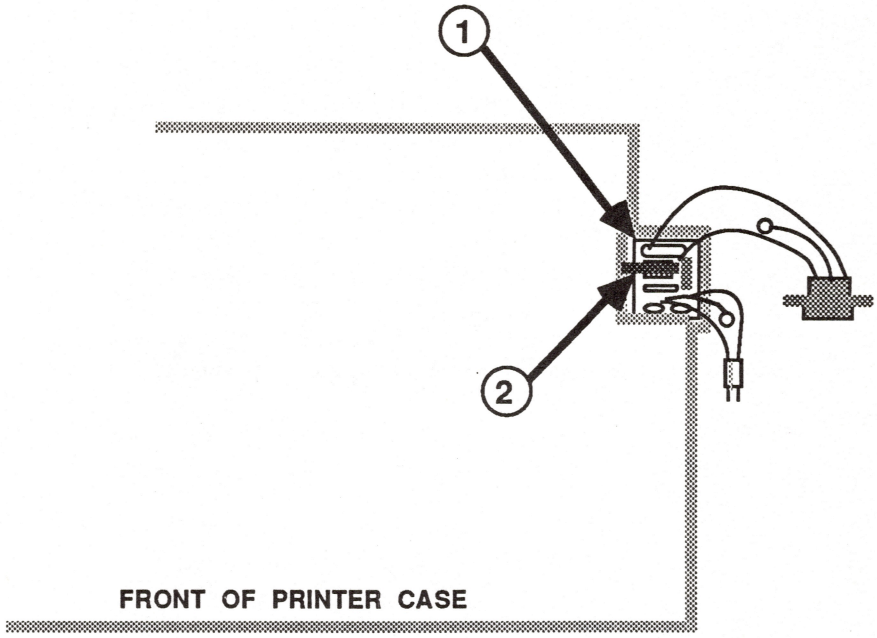
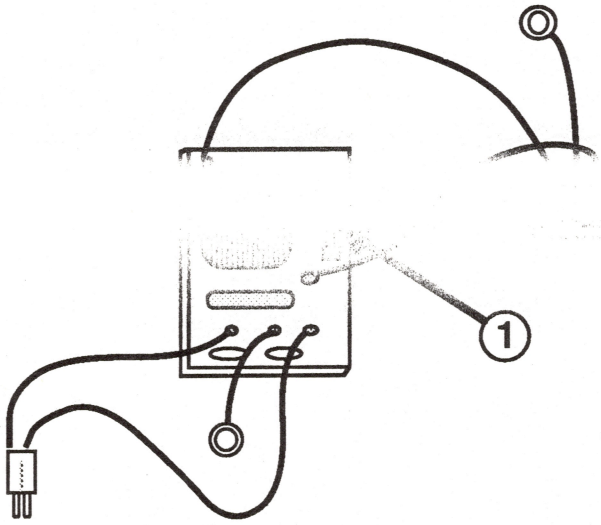

FIGURE 27
FIGURE 28
2. Locate the noise filter PCB in the right support leg (see Figure 27, #1).
3. Lift the tab (see Figure 27, #2) and lift out the noise filter PCB assembly (see Figure 28).
4. Check the fuse on the noise filter PCB (see Figure 28, #1) with a multimeter. Refer to **Section 2, Troubleshooting**, for more information.
1. Lift the tab (see Figure 27, #2) and slide the noise filter PCB assembly into place.